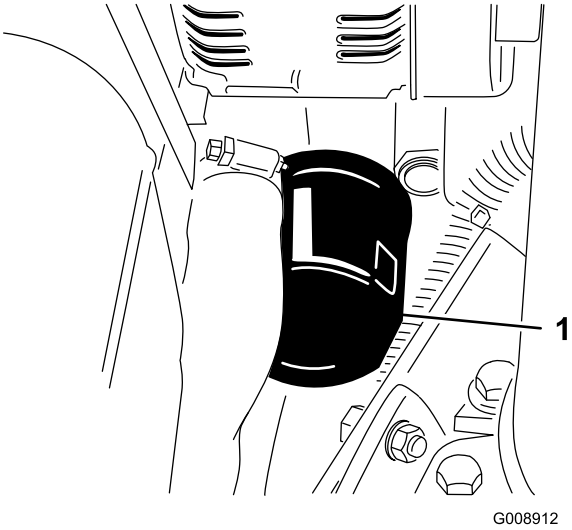

Figuur 53
3. Verwijder het oliefilter (Figuur 53).